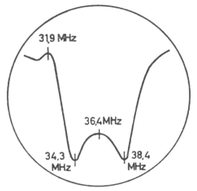

Abb. 2
| an g 1 Rö. 4 (EF 80) | über Wobbler | 36,4 MHz | (4) (5) | Kurve nach Abb. 2 |